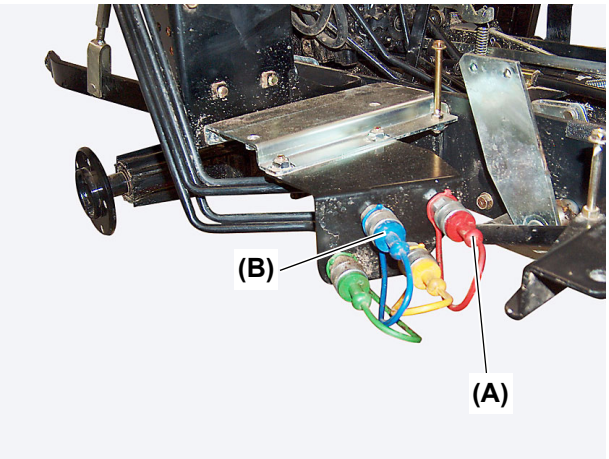

Fig. 2
1. Connect the flowmeter to work ports (Fig. 2, (A)) and (Fig. 2, (B)) and open the flowmeter control valve.